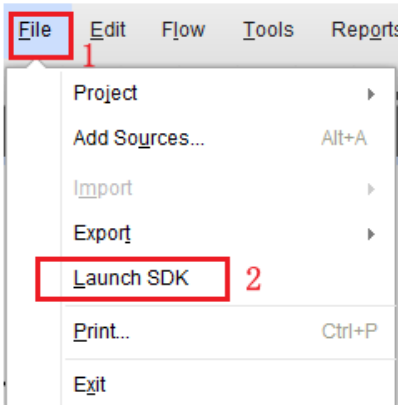

图 1-24 进入 SDK 软件
2. 进入 SDK 软件，点击 File->Launch SDK，如下图 1-24 所示。